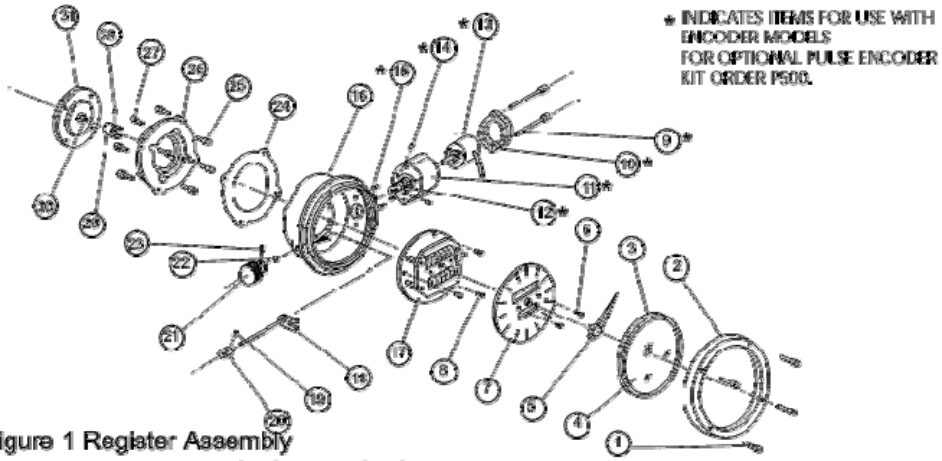

Figure 1 Register Assembly
Ensure that the fluid supply to the meter is disconnected and the line pressure is released before disassembly. Refer to the exploded parts diagram figure 1 and 2, respectively for item numbers.
Refer to figure 1 unless otherwise stated
Refer to figure 1 unless otherwise stated.
The encoder (item 13, refer figure 1) is an optical incremental shaft encoder. It has a 1000 pulses per revolution resolution output. The output is an open collector with 3 phases (A, B and Z) that can function on a 5 to 12 Volts DC power supply.